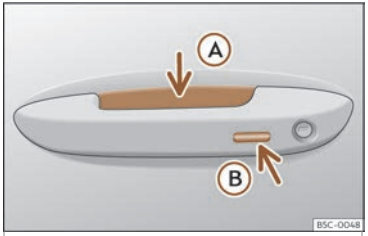

Fig. 79 Maneta de la porta:superfícies sensores
››› fig. 79
- Agafeu la maneta d'una de les portes davanteres. Quan ho feu, tocareu la superfície sensora››› fig. 79 Ⓐ (fletxa) de la maneta i es desbloquejarà el vehicle.
- Toqueu *un cop* la superfície sensora de bloqueig››› fig. 79 Ⓑ (fletxa) de la maneta d'una de les portes davanteres. La porta de la maneta que s'acciona ha d'estar tancada.
- Toqueu *un cop* la superfície sensora ››› fig. 79 Ⓑ (fletxa) de la maneta d'una de les portes davanteres. El vehicle es bloqueja amb el sistema de seguretat "Safe" ››› pàg. 107. La porta de la maneta que s'acciona ha d'estar tancada.
- Toqueu *dues vegades* la superfície sensora ››› fig. 79 Ⓑ (fletxa) de la maneta d'una de les portes davanteres per bloquejar el vehicle sense activar el sistema de seguretat "Safe"››› pàg. 107.
- Premeu el botó de tancament 🔒 del comandament a distància i toqueu una vegada, dins dels 5 segons següents, la superfície sensora de bloqueig de la maneta de la porta del conductor››› fig. 79 Ⓑ. No agafeu la maneta de la porta perquè, si ho feu, el vehicle no es bloquejarà. També és possible dur a terme la desactivació si es bloqueja el vehicle a través del pany de la porta del conductor.
Per **tancar amb la funció de confort** totes les finestretes elèctriques, mantingueu un dit durant uns segons sobre la superfície sensora de bloqueig››› fig. 79 Ⓑ (fletxa) de la maneta de la porta fins que s'hagin tancat les finestretes i el sostre.
Les superfícies sensores de les manetes de les portes podrien activar-se en rebre un raig d'aigua o de vapor a gran pressió en el cas que hi hagués alguna clau del vehicle vàlida a la zona pròxima. Si almenys una de les finestretes amb alçavidres elèctric està oberta i s'activa la superfície sensora ››› fig. 79 Ⓑ **(fletxa) d'una de les manetes de manera permanent, es tancaran totes les finestretes.**
- **O BÉ**: toqueu *dues vegades* la superfície sensora situada a la part exterior de la maneta de la porta››› **fig. 79** Ⓑ.